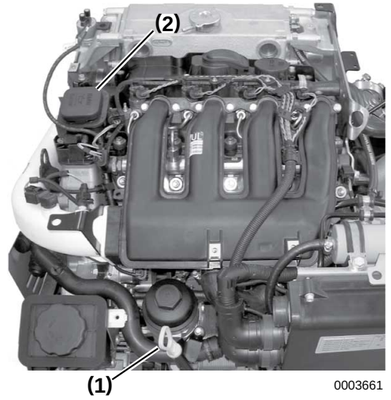

***Figure 5***
1. Remove the oil filler port cap **(Figure 5, (2))** and pour engine oil into filler port. *See Engine Oil Specifications on page 22*.
2. Fill with oil to the upper limit on the dipstick **(Figure 5, (1))**. NOTICE: *NEVER overfill the engine with engine oil.*